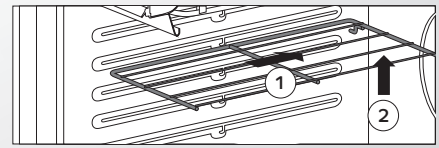

figura 1
Empurre-a até o fundo da cavidade (1), levante a parte de trás da prateleira (2) até que a trava fique entre os níveis, puxe-a para frente retirando-a do Forno. (Figura 1).